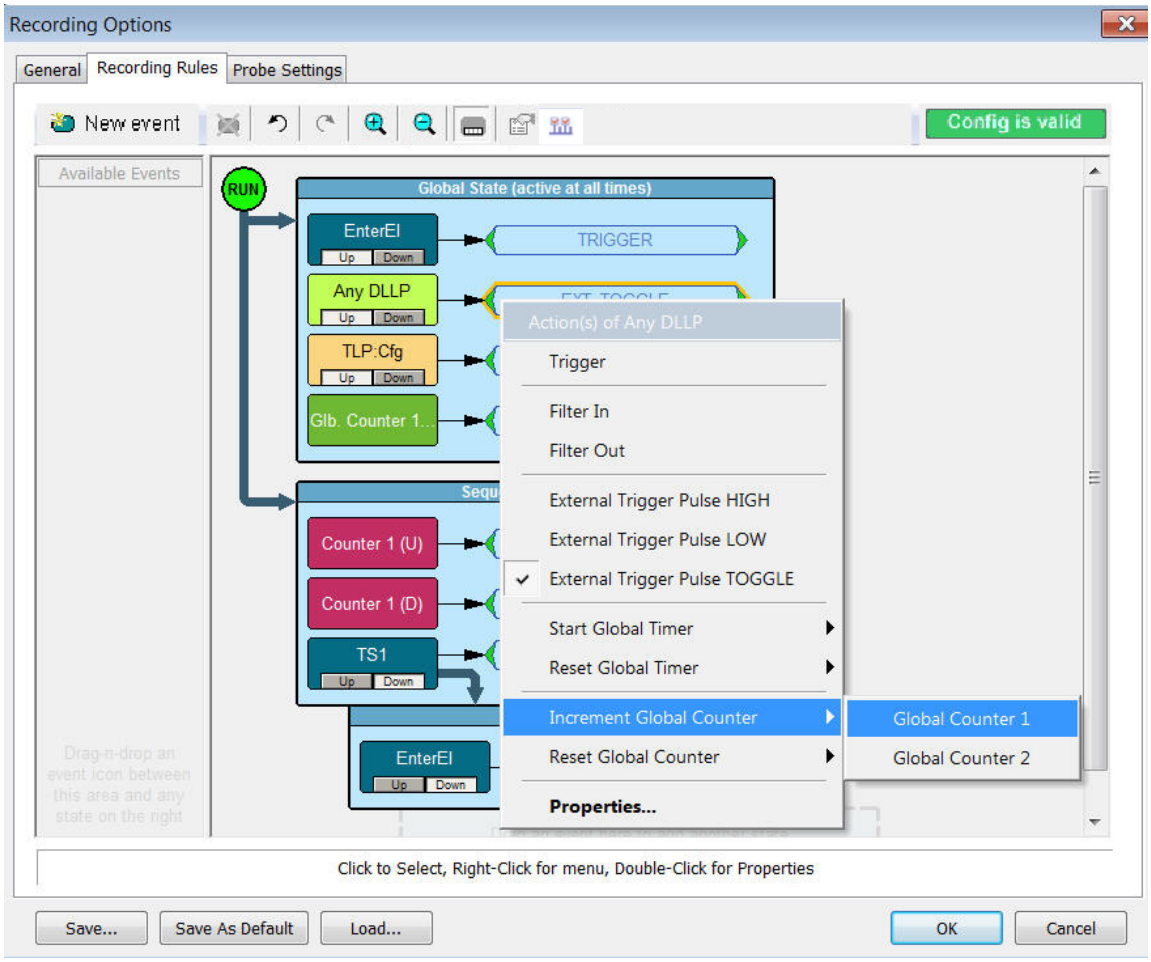

Figure 5.126: Incrementing and Resetting Global and Sequence State Counters
2. Right-click on an event and select **Specify Actions > Increment Global Counter > Global Counter 1** from the menu (see Figure 5.126 on page 353).